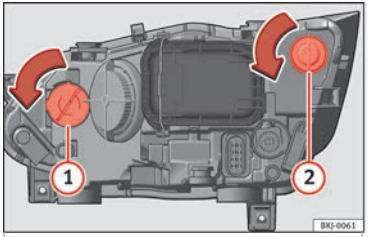

Fig. 98 In the engine compartment: turn signal bulb ① and DRL (daytime running light) bulb ②.
– Turn the bulb holder ››› Fig. 98 ① or ② to the left and pull.